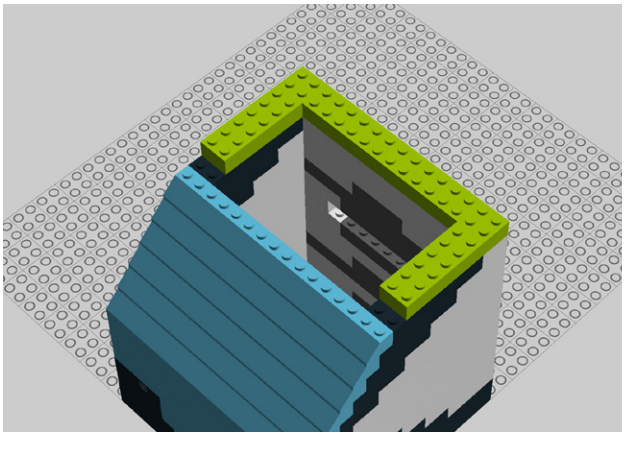

Figure 9-60. *Step 55: Adding seven 2x4 bricks*
55. Add seven 2x4 bricks (Figure 9-60).